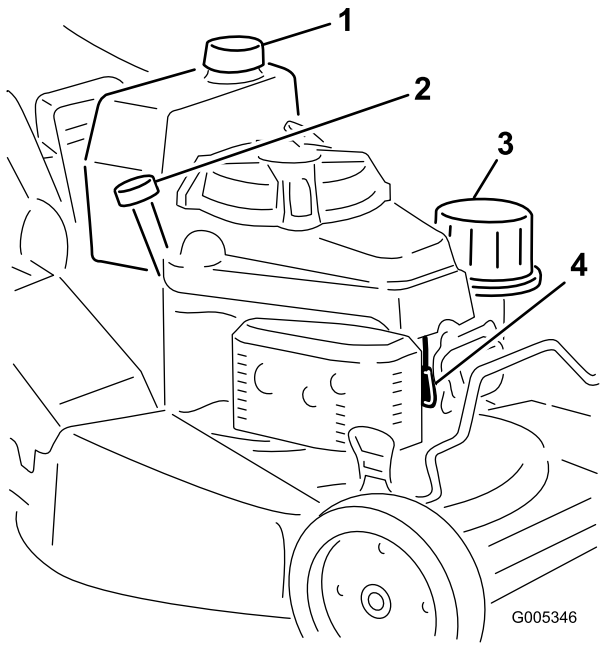

Figur 13
1. Gör rent omkring tanklocket (Figur 13).
1. Anslut tändkabeln till tändstiftet (Figur 13).